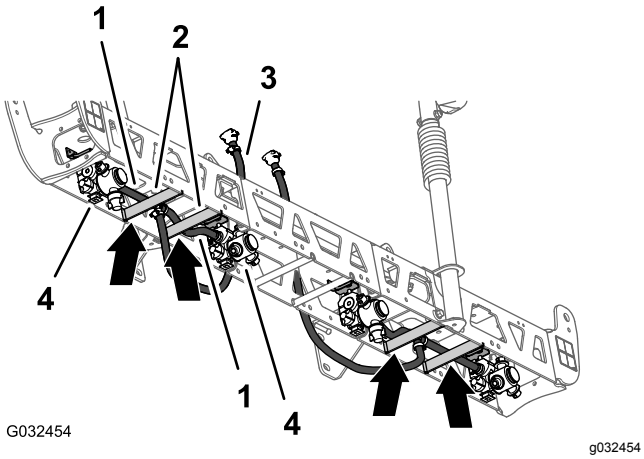
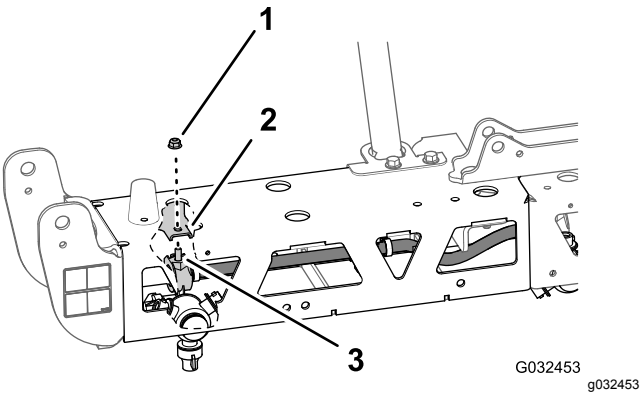

Figur 81
Figur 82
1. Dra 13 mm-slangen och munstycket mellan fackverksfästena på det yttre fackverket (Figur 81).
2. Dra slangen och munstycket ovanför fackverksfästet och utåt till det yttre munstycksfästet (Figur 81).
3. Rikta in sexkantsskruven (5/16 x 3/4 tum) på sprutmunstycket genom hålet i munstycksfästet och fäst munstycket löst mot fästet med en flänslåsmutter (5/16 tum) från finputsningssatsen för GeoLink-sprutsystemet (Figur 82).
4. Dra den andra 13 mm-slangen och munstycket mellan fackverksfästena på det yttre fackverket (Figur 81).
5. Dra slangen och munstycket ovanför fackverksfästet och inåt till det inre munstycksfästet (Figur 81).
6. Rikta in sexkantsskruven (5/16 x 3/4 tum) på sprutmunstycket genom hålet i munstycksfästet (Figur 82) och fäst munstycket löst mot fästet med en flänslåsmutter (5/16 tum) som du tog bort i steg 1 och 4 i Ta bort sprutmunstyckena (sida 31).
8. Dra slangen och kopplingen med hulling (13 × 810 mm) till sidan av centersprutrampssektionen med de vänstra och högra stödfästena (Figur 81).
9. Upprepa steg 1 till och med 8 för den andra slang- och munstycksanordningen på det andra yttre fackverket (Figur 81 och Figur 82).